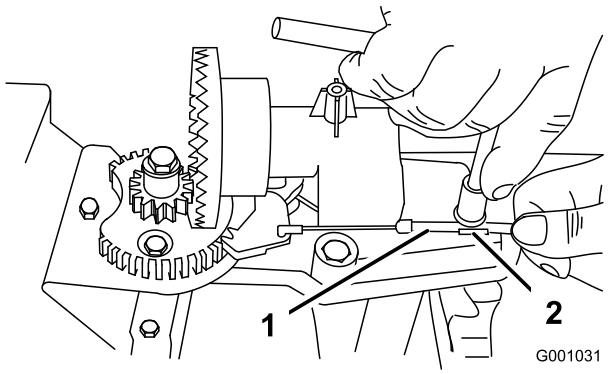
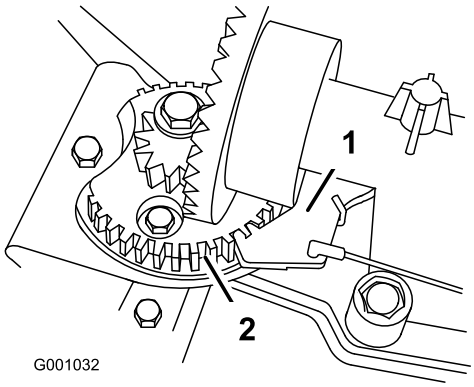

Figura 53
Figura 54
2. Allentate il bullone sul serrafilo per cavi (Figura 53).
3. Afferrate la guaina del cavo e spostatela verso la parte anteriore della macchina finché il fermo del camino di scarico non s'innesta completamente nei denti degli ingranaggi (Figura 53 e Figura 54).
Nota: Il fermo a molla si inserisce automaticamente tra i denti degli ingranaggi (Figura 54).